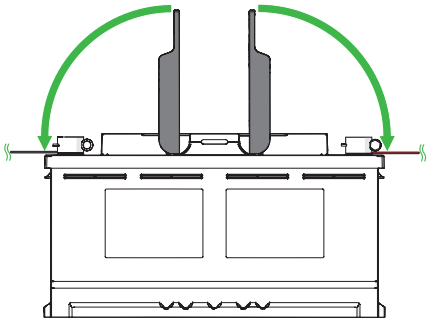

Abbildung 5. Setzen Sie die Griffabdeckungen auf die Pole
4. Setzen Sie die Griffabdeckungen auf die Pole. (Abbildung 5)